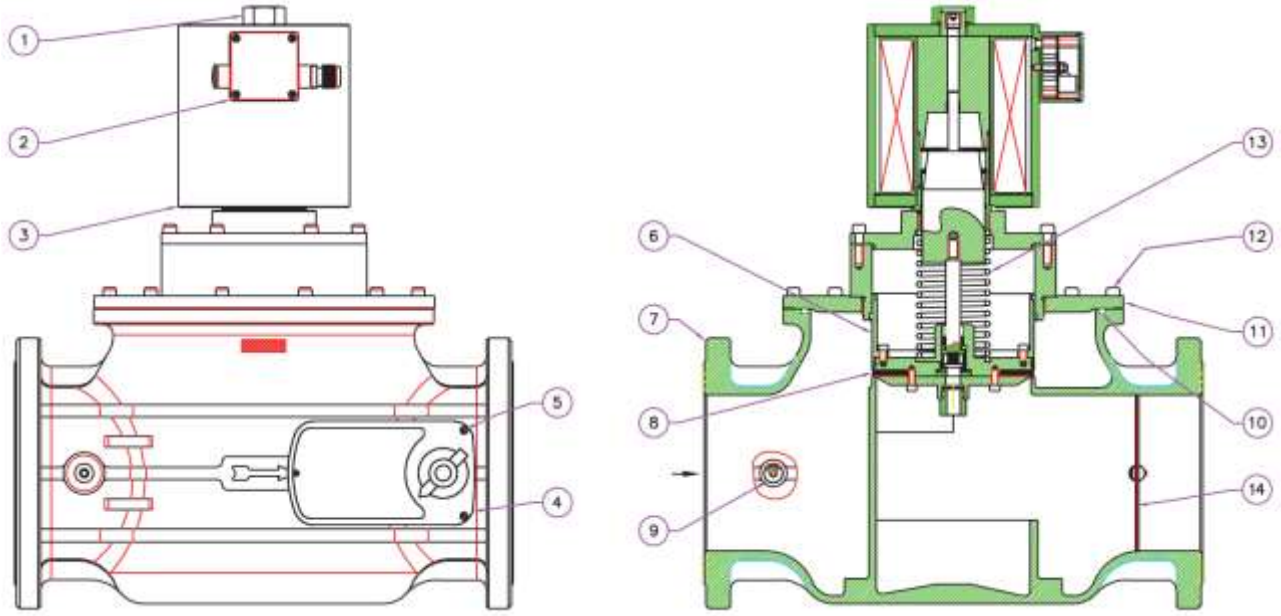

Рис. 2
Клапан (рис. 2) состоит из: гайка крепления катушки (1); электрический коннектор (2); электромагнитная катушка (3); электропривод заслонки (4); винты крепления привода (5); затвор (6); корпус (7); манжета затвора (8); заглушка G1/4" (9);верхнее уплотнительное кольцо (10); верхняя крышка (11); винты (12); пружина запирающего механизма (13); дроссельная заслонка (14).
- DN 125 ÷ DN 150: (см. рис. 2) отвернуть гайку (1) и снять катушку (3). Вывернуть болты крепления (12) и осторожно снять верхнюю крышку (11) корпуса клапана (7), а затем проверить затвор (6) и, при необходимости, заменить резиновое уплотнительное кольцо (8). Собрать клапан, выполняя обратную последовательность действий.